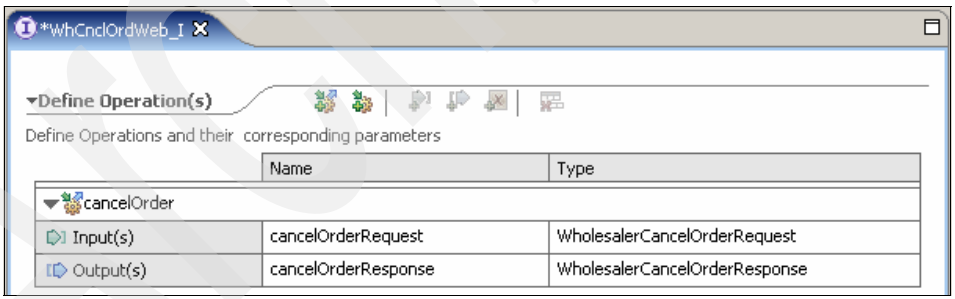

Figure A-27 WhCnclOrdWeb_I interface
2. Create the interface *WhCnclOrdWeb_I* with the namespace `http://Wholesaler/WhCnclOrdWeb_I` as shown in Figure A-27.